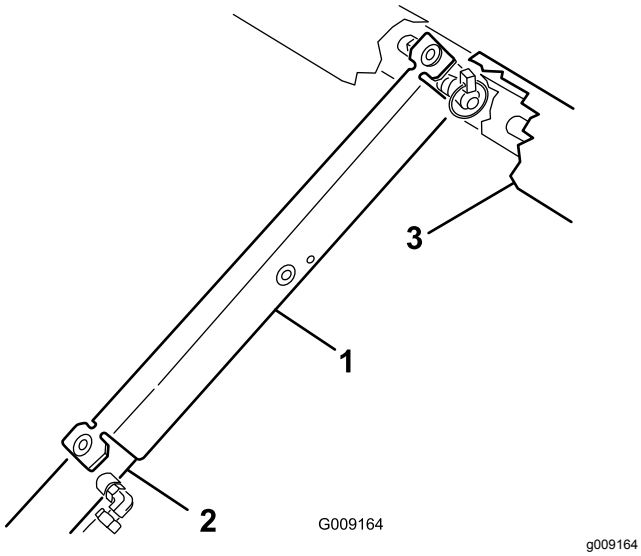

Figur 12
9. Tryck fast flakstödet på cylinderstaven och kontrollera att stödets ändar vilar på cylindertrumman och på cylinderstavens ände (Figur 12).